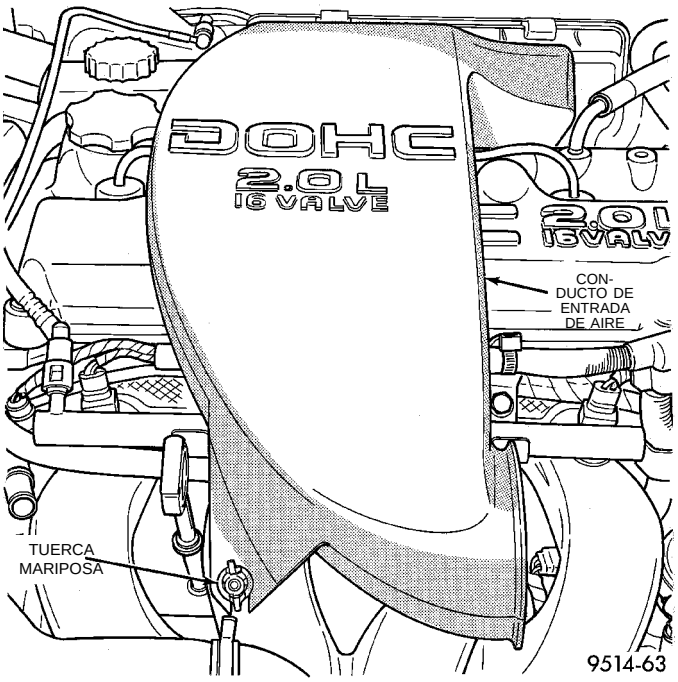

Fig. 21 Conducto de entrada de aire puro
(1) Desconecte el cable negativo de la batería.
(2) Retire el tapón de la boca de llenado de combustible.
(3) Retire el conducto de entrada de aire puro (Fig. 21). Retire la tuerca de mariposa en la admisión.